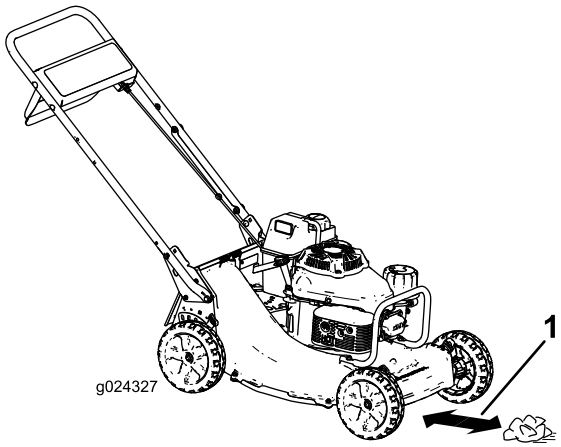

Rysunek 17
4. Umieść kulkę zrobioną z gazety około 13 cm przed maszyną (Rysunek 17).